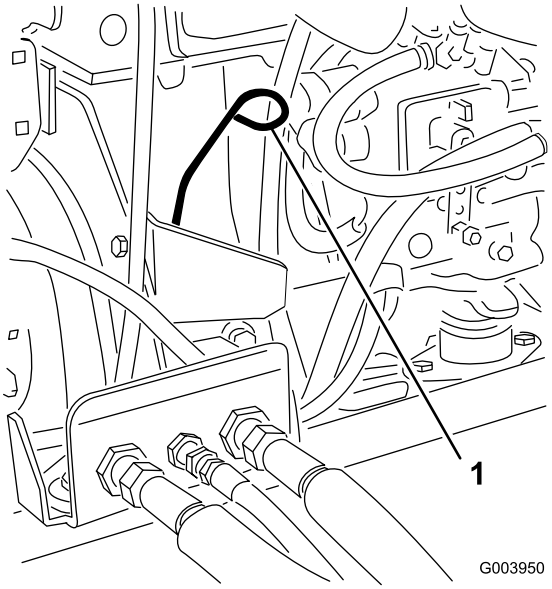

**Figuur 27**
3. Verwijder de peilstok en veeg deze schoon. Plaats daarna de peilstok weer terug (Figuur 27).